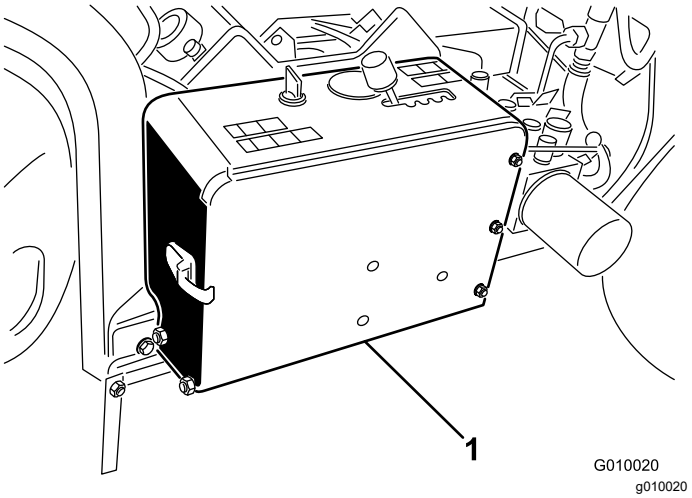

Figur 51
1. Lås batterirummets låg op, og åbn det (Figur 51).